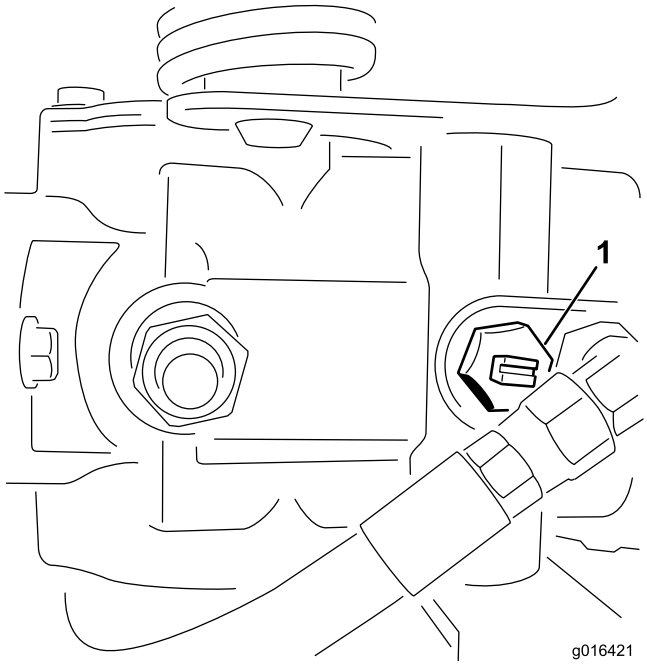

Figur 32
1. Find omløbsventilen på pumpen, og drej den, så rillen er vertikal (Figur 32).
2. Luk omløbsventilen ved at dreje den, så rillen er horisontal (Figur 32), før du starter motoren.